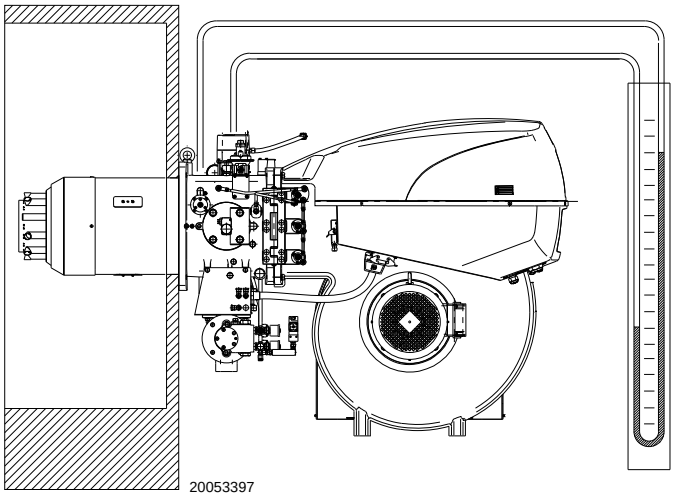

**Fig. 34**
- ➤ Monter un manomètre en U ou un manomètre de type différentiel (Fig. 34), avec la prise (+) sur la pression de gaz du manchon et (-) dans la chambre de combustion.
L'arrivée de gaz au manchon est mise en évidence sur le manomètre en U (Fig. 34).